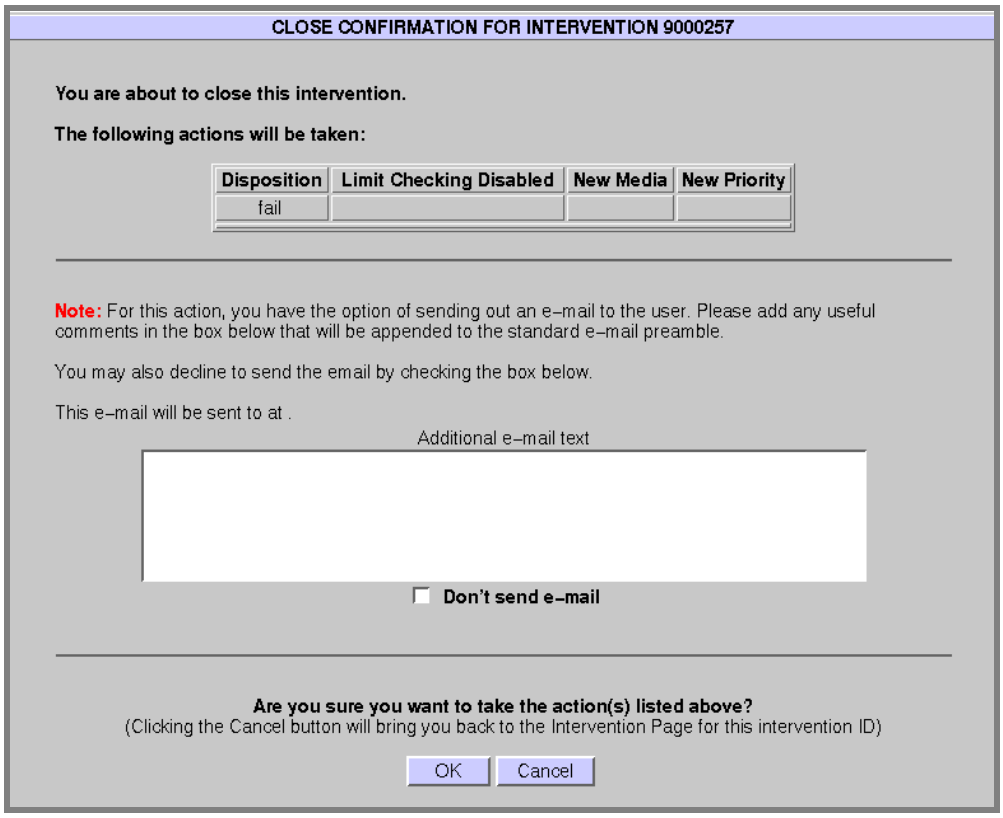

Figure 15.6-10. Close Confirmation for Intervention <ID> with E-Mail
22 If **a failed request or granule(s) within a request's partition or to modify granules in a request**, the **Close Confirmation** page (Figure 15.6-10) includes two options:
- An **Additional e-mail text** textbox for appending text (if desired) to the standard (default notification of failure) e-mail text is displayed on the **Close Confirmation** page (shown in Figure 15.6-10).
- A **Don't send e-mail** box to suppress the sending of an e-mail message indicating request/granule failure is displayed on the **Close Confirmation** page (Figure 15.6-10).